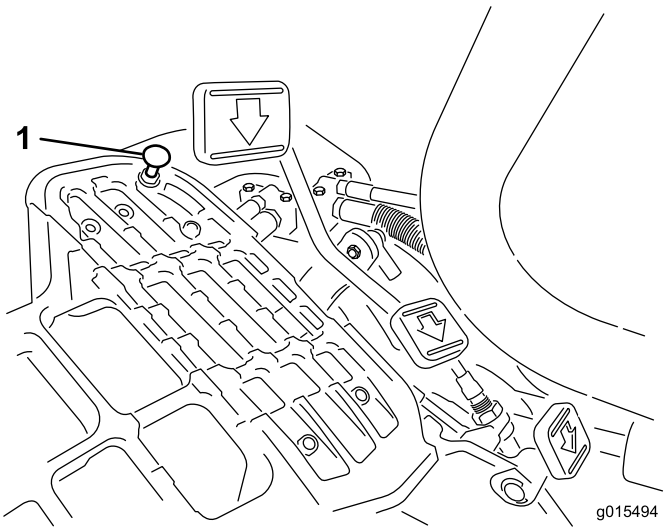

**Figure 48**
Pour obtenir la vitesse de transport maximale, placez le sélecteur de fonction en position de transport et appuyez sur la pédale de déplacement. Si la pédale touche la butée (Figure 48) avant que la tension soit ressentie sur le câble, un réglage est requis.
1. Placez le sélecteur de fonction à la position de transport et desserrez le contre-écrou de fixation de la butée de pédale au plancher (Figure 48).